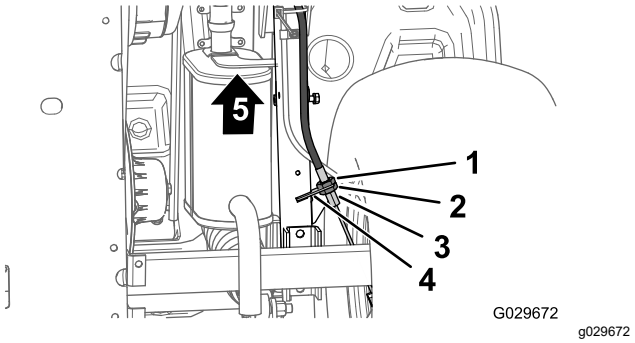

Figur 68
3. I bunden af maskinen løsnes den bageste kontramøtrik til den gevindskårne justeringsskrue på parkeringsbremsens kabel med 4 omgange (Figur 68).
4. Stram den fremadgående kontramøtrik (Figur 68).
A. Løsn den fremadgående kontramøtrik (Figur 68) for den gevindskårne justeringsskrue på parkeringsbremsens kabel med 1 omgang.
B. Stram den bageste kontramøtrik (Figur 68).
A. Løsn den bageste kontramøtrik (Figur 68) for den gevindskårne justeringsskrue på parkeringsbremsens kabel med 1 omgang.
B. Stram den fremadgående kontramøtrik (Figur 68).